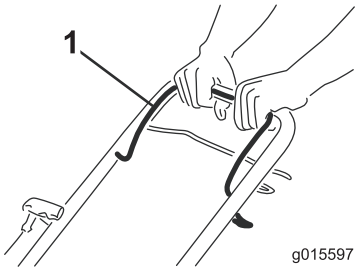

Figuur 13
1. Houd de bedieningsstang van het maaimes (Figuur 13) tegen de handgreep.